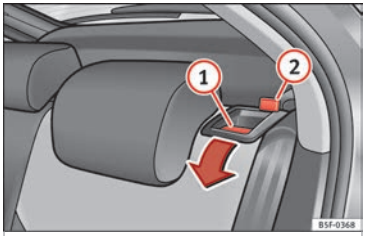

Fig. 150 Palanca de desbloqueo del respaldo.
– Pulse la palanca de desbloqueo ››› **fig. 150** (1) en el sentido de la flecha.
– Levante el respaldo hasta que encastre bien ››› ⚠. Si ha encajado correctamente, ya no se deberá poder ver la marca roja del pasador ››› **fig. 150** (2).